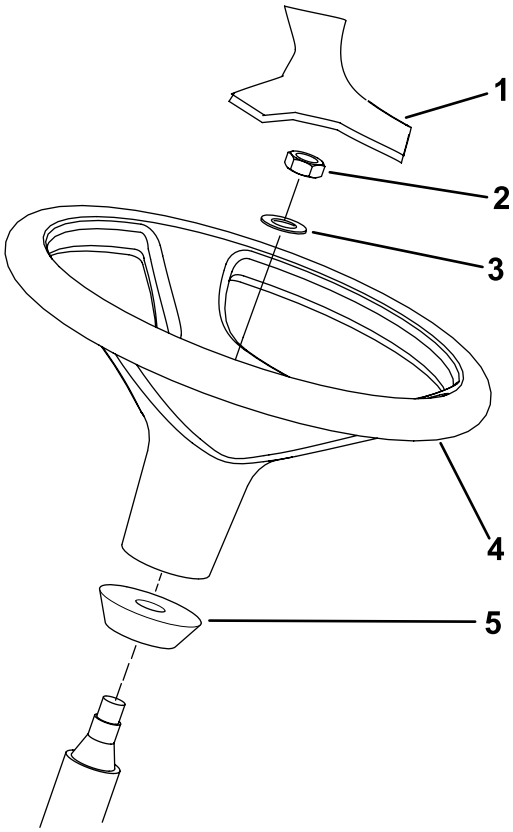

Figuur 14
1. Verwijder het stuurwiel van de transportsteun (Figuur 14).
Opmerking: Controleer of de schuimrubberen kraag op de stuuras zit (Figuur 14).
3. Schuif het stuurwiel en de ring op de stuuras (Figuur 14).
5. Plaats de kap op het stuurwiel (Figuur 14).